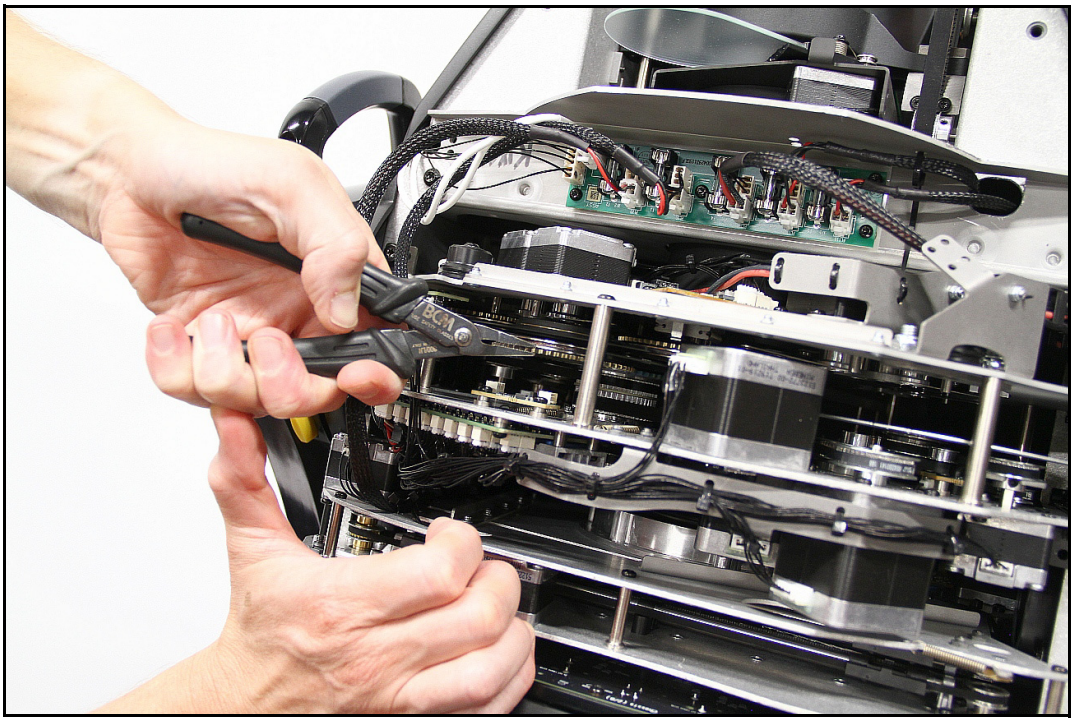

Figure 15 : Dépose d'un porte-gobo de la roue de gobos 1
3. Voir Figure 15. Avec une paire de pinces plates, attrapez les dents du porte-gobo fermement et tirez le porte-gobo hors des clips de la roue de gobos.